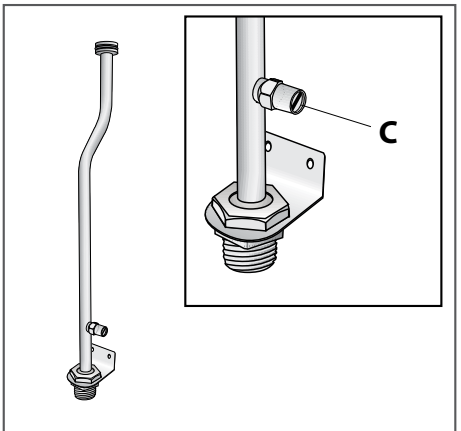

fig. 26
• Con el aparato encendido, controlar la presión de alimentación introduciendo el instrumento de medición en la toma de presión **C** (fig. 26) en la tubería de entrada del gas después de haber desatornillado el tornillo correspondiente.